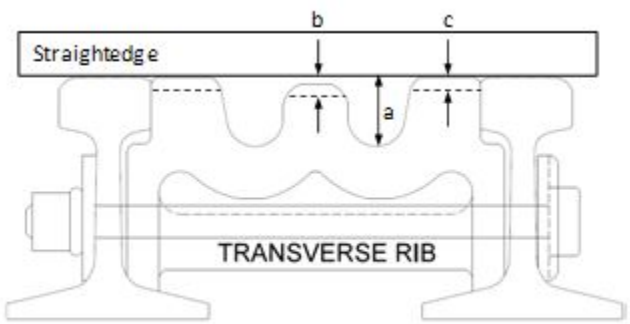

Figure 109A *Frog Wear Measurement*
b) If the frog point is chipped, broken or worn more than 5/8 inch down and 6 inches back, operating speed will not be more than 10 MPH. (See Figure 109A)
c) If the tread portion of frog is worn down more than 3/8 inch below original contour, operating speed will not be more than 10 MPH. (See Figure 109A)